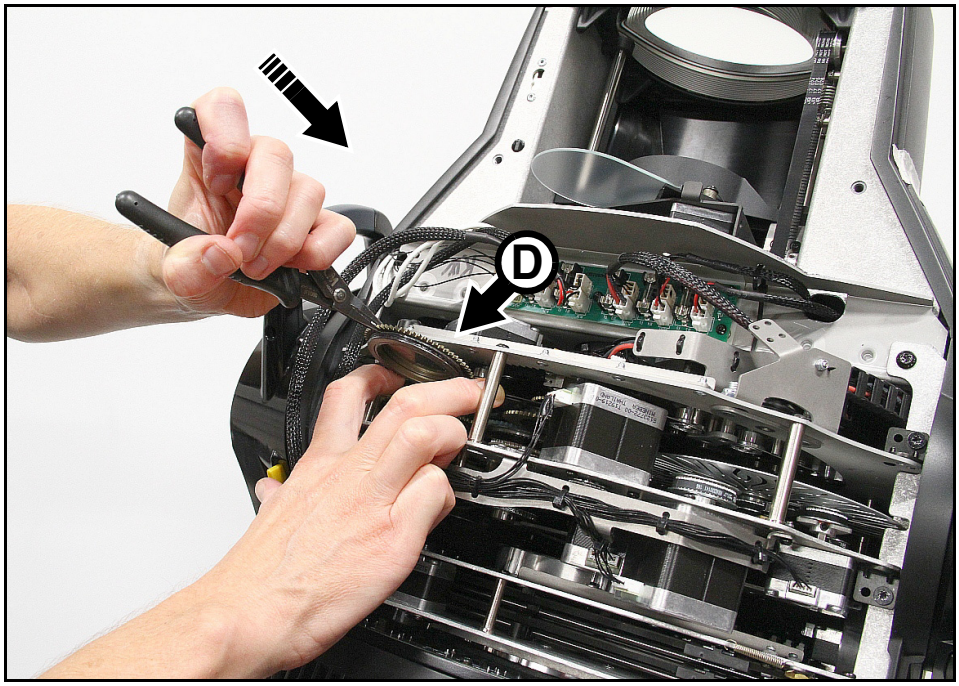

Bild 17: Montieren eines Gobohalters
6. Siehe Bild 17. Richten Sie den Referenzpunkt des Gobohalters auf den Referenzpunkt des Effektmoduls aus. Biegen Sie das dünne Metall des Goborads mit zwei Fingern vorsichtig etwas vom Effektmodul (**D**) weg, um Platz für den Gobohalter zu haben. Halten Sie den Gobohalter mit einer geraden Flachzange an seinem Zahnkranz fest und schieben Sie den Gobohalter in die Haltefedern des Goborads.